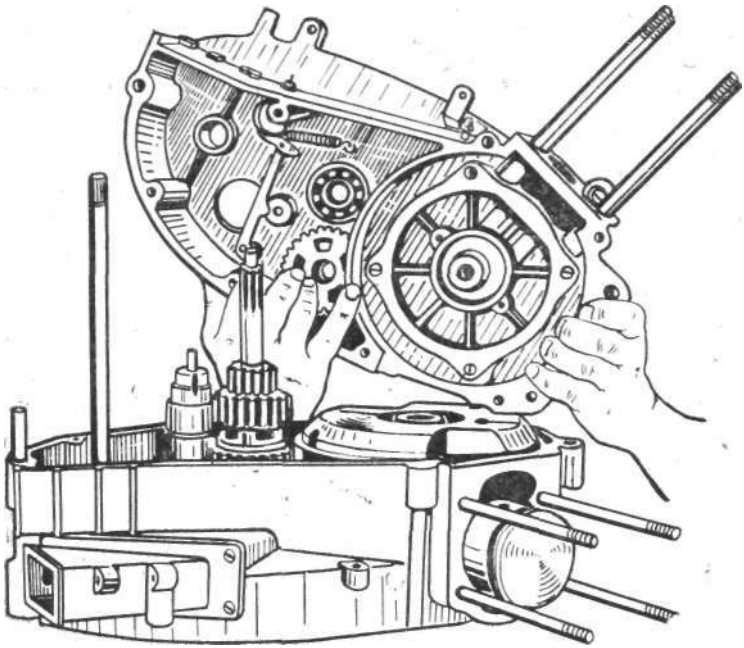

Рис. 105. Соединение половин картера ИЖ-ЮЗ.
12. Придерживая шестерню первой передачи у отверстия в полости левой половины картера (кольцевой выточкой в сторону стенки картера), соединить половины картера, совмещая отверстия с валами и шпонку на полуоси со шпоночным пазом маховика (рис. 105).